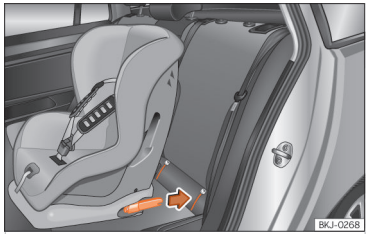

Abb. 36 Rücksitze: Einbau des Kindersitzes mit dem ISOFIX-System.
- Schieben Sie den Kindersitz auf die ISOFIX/i-Size-Halteösen, bis er hörbar einrastet ››› (Abb. 36). Wenn der Kindersitz über eine Top Tether-Verankerung verfügt, befestigen Sie ihn an der entsprechenden Öse ››› S. 62. Befolgen Sie die Anweisungen des Kindersitzherstellers.